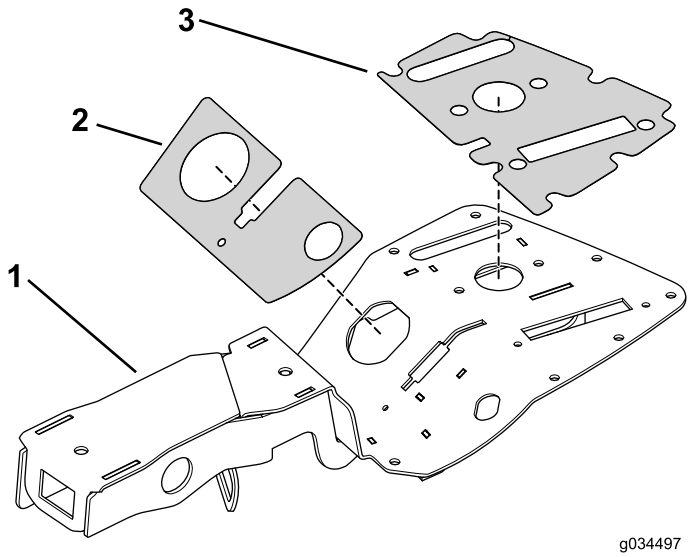

**Figura 15**
1. Instale os autocolantes superior e inferior no conjunto da consola (Figura 15).